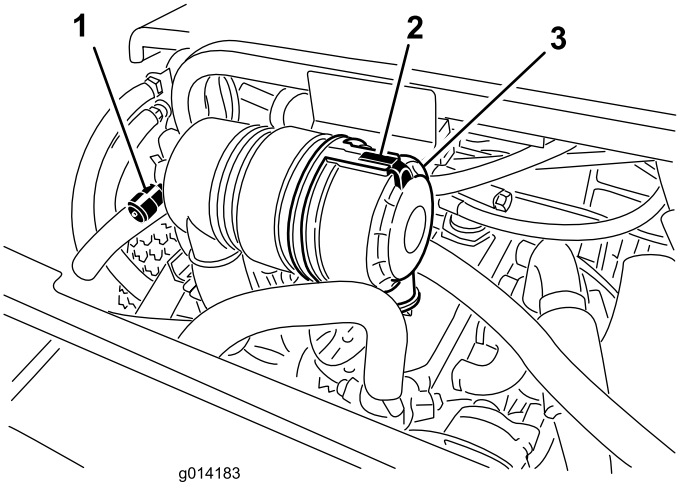

Figura 43
Revise el filtro del limpiador de aire únicamente cuando el indicador de mantenimiento (Figura 43) lo requiera. El cambiar el filtro antes de que sea necesario sólo aumenta la posibilidad de que entre suciedad en el motor al retirar el filtro.
1. Abra los enganches que sujetan la tapa del limpiador de aire a la carcasa del limpiador de aire (Figura 43).